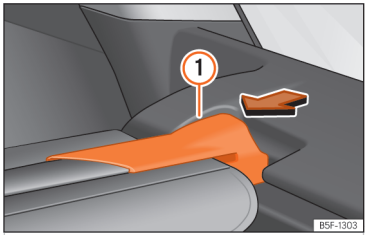

Abb. 184 Im Gepäckraum: Abdeckung ausbauen.
- Drücken Sie die Aufhängung der Abdeckung ››› (Abb. 184) ① in Pfeilrichtung.
- Lassen Sie die Aufhängung der Abdeckung ››› (Abb. 184) ① auf der anderen Seite in der Aufnahme einrasten.